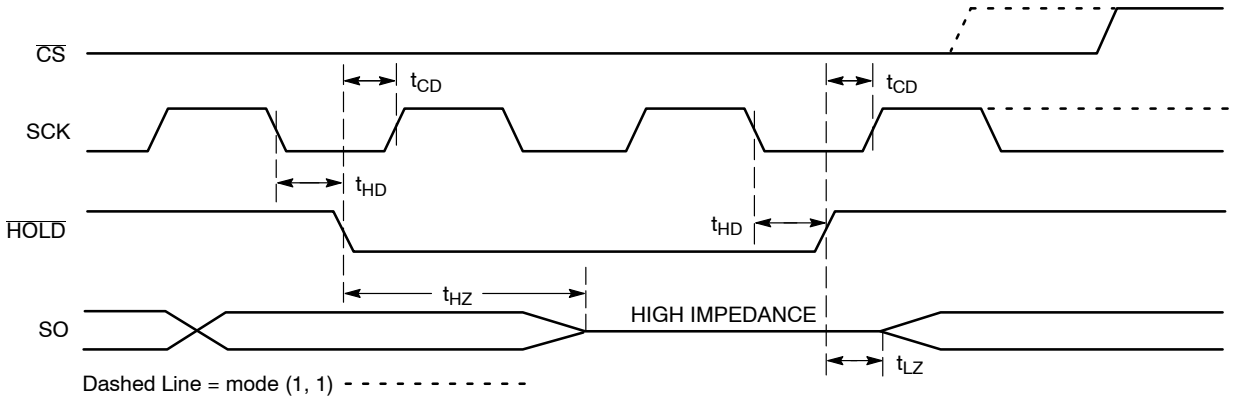

Figure 11. $\overline{HOLD}$ Timing
The $\overline{HOLD}$ input can be used to pause communication between host and CAV25640. To pause, $\overline{HOLD}$ must be taken low while SCK is low (Figure 11). During the hold condition the device must remain selected ($\overline{CS}$ low). During the pause, the data output pin (SO) is tri−stated (high impedance) and SI transitions are ignored. To resume communication, $\overline{HOLD}$ must be taken high while SCK is low.